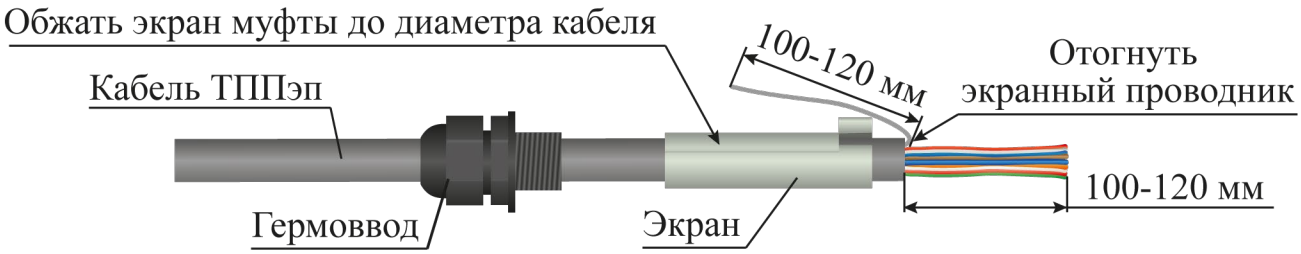

Рисунок 4.17
– надеть на оболочку одной части ремонтируемого кабеля в следующей последовательности: гермоввод, экран муфты соединительной (рисунок 4.17);
– снять оболочку со свободного конца кабеля ТППэп (с кабеля ТППбэп снять белую и черную оболочки) длиной 100 - 120 мм (рисунок 4.17);
– экранный проводник отвести в сторону (рисунок 4.17);